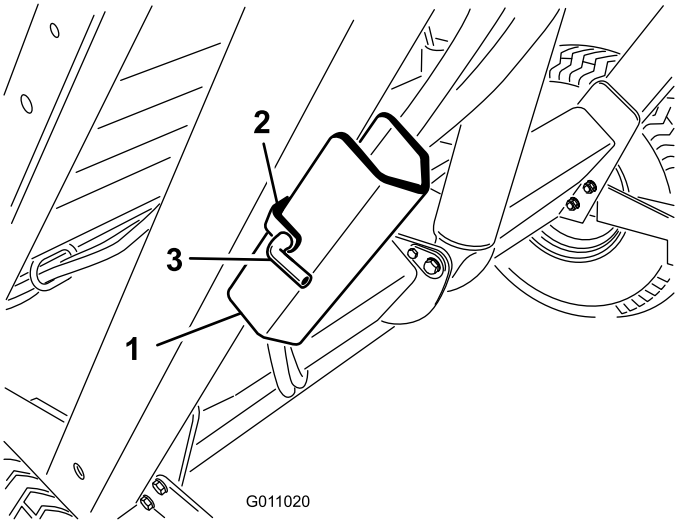

Figur 25
2. Fjern låseclipsen og tappen, der fastgør sikkerhedsstøtten til opbevaringsbeslaget på fejemaskinens stel (Figur 25). Fjern sikkerhedsstøtten.